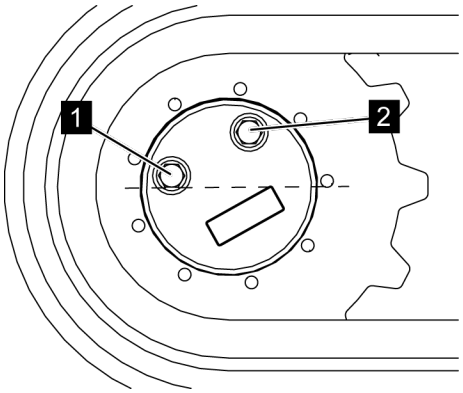

Fig. 110: Tightening the screw connections
9. *Re-tighten the screw connections (*Fig. 110*/1 and 2) with the seals or copper washers.*